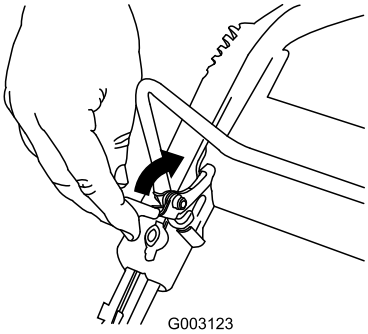

Figure 25
1. Pull the control bar lock back (Figure 25).